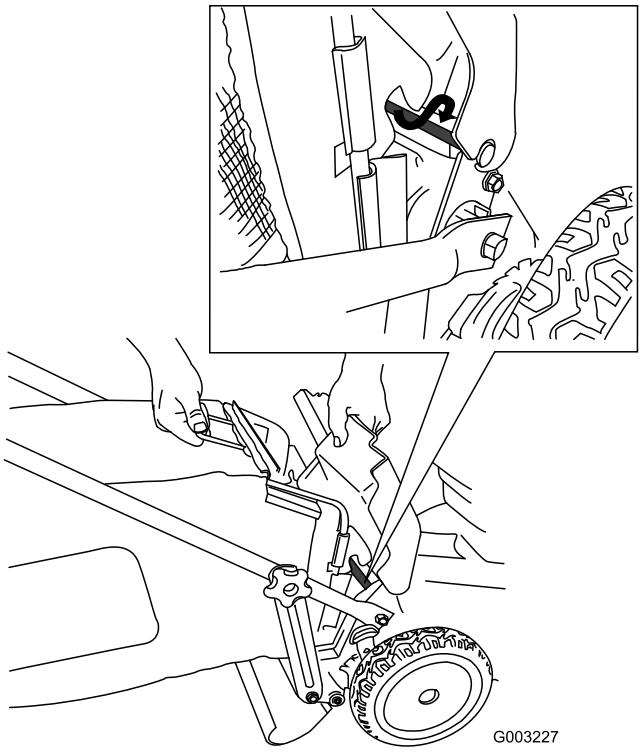

Figur 24
4. Monter opsamleren på den stang, som bagpladen sidder på (Figur 24).